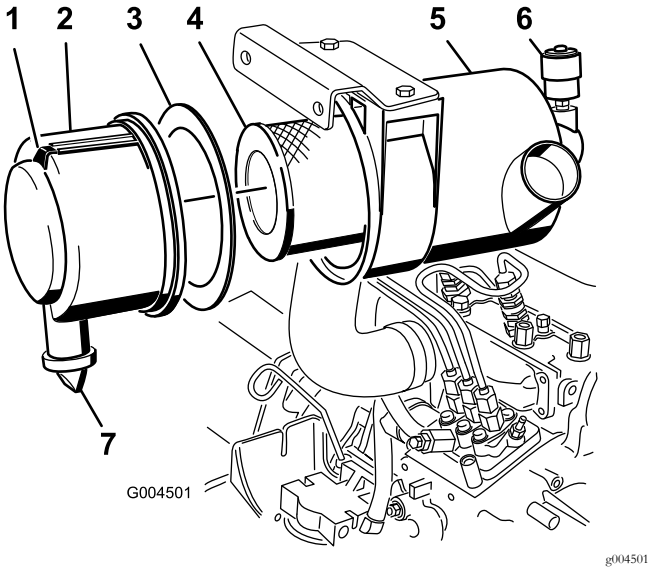

Rysunek 35
3. Wymieniaj wkład filtra powietrza, gdy wskaźnik filtra powietrza zaświeci się na czerwono lub co 400 godzin (częściej w warunkach nadmiernego zapylenia lub zanieczyszczenia (Rysunek 35).